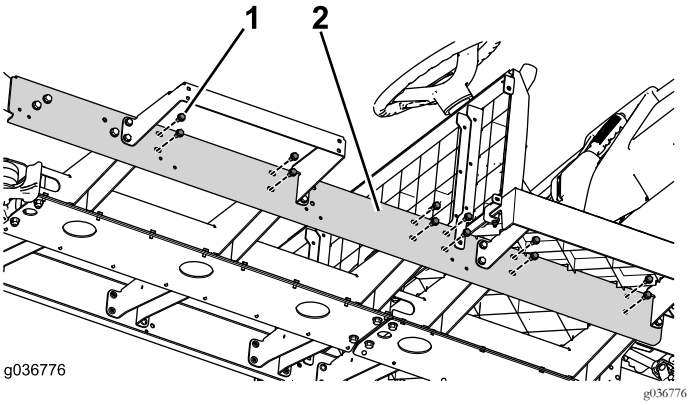

Figura 79
3. Montate la bulloneria del canale rimanente (Figura 79).